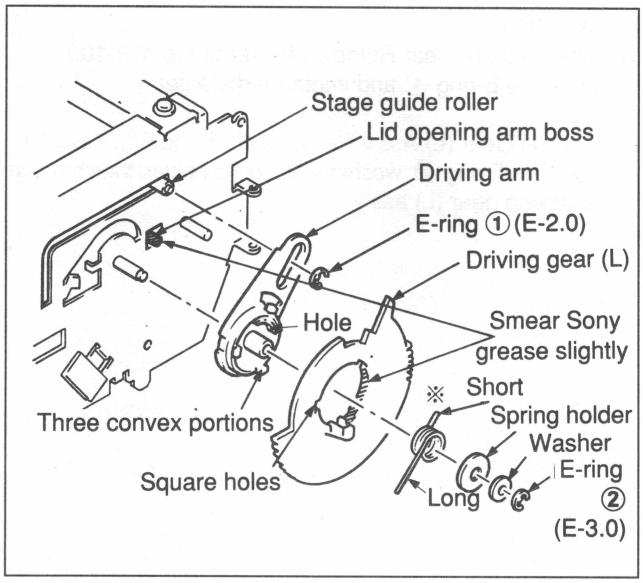

Fig. 7-8-12 Driving Gear (L) Installation
4. Driving Gear (L)/Driving Arm Replacement and Assembly (Refer to Fig. 7-8-12.)
(1) Smear Sony grease slightly to the inner circumference of the driving gear (L). Wipe out the grease protruding from the inner circumference.
(2) Assemble the driving gear (L) and the driving arm in the reverse order of step 3.
5. Driving Gear (L) Ass'y Installation (Refer to Fig. 7-8-12.)